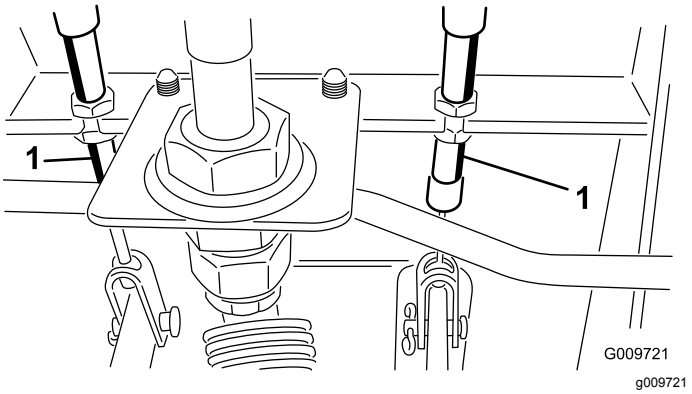

Figur 74
A. Løsne den fremre mutteren på gjengeenden på bremsekabelen (Figur 74).